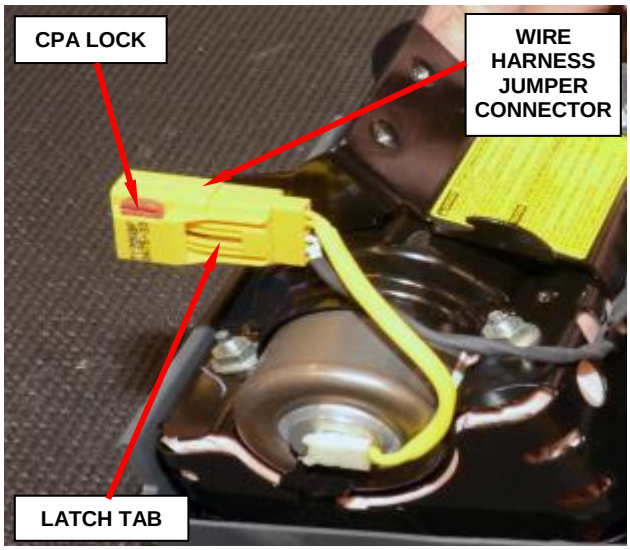

Figure 75 – Wire Harness Jumper
a. Slide the red Connector Position Assurance (CPA) lock on the connector toward the side of the connector (Figure 75).
l. Engage the wire jumper to the housing in two places (Figure 75).